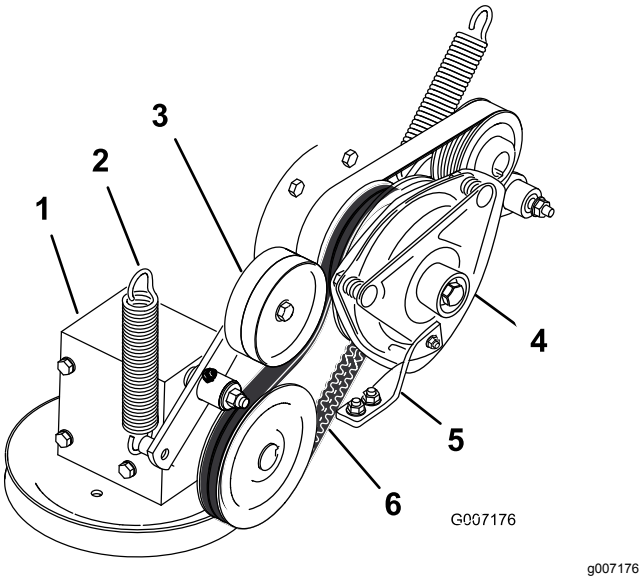

Figur 72
4. Demontera fjädern på remskivarmen (Figur 72).
7. Montera den nya kraftuttagsdrivremmen runt kopplingsskivan och växellådsskivan (Figur 72).
9. Montera fjädern på remskivearmen (Figur 72).